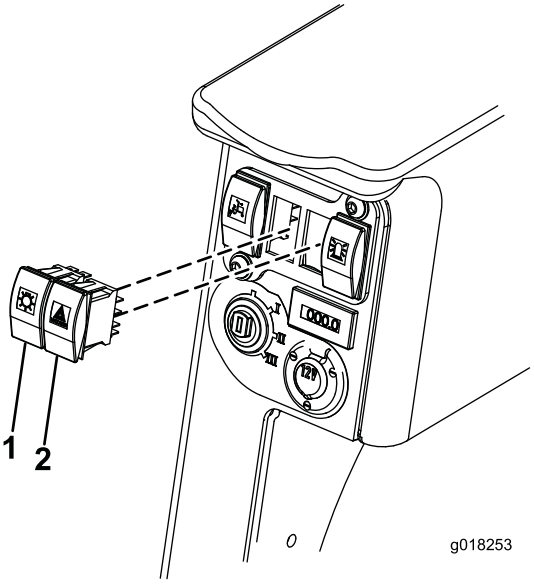

Figur 16
7. Koble til lys- og varsellysbryteren til korrekt kontakt og skyv knappen inn i hull (Figur 16).